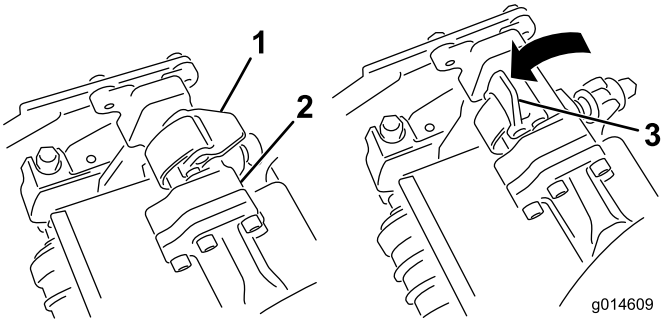
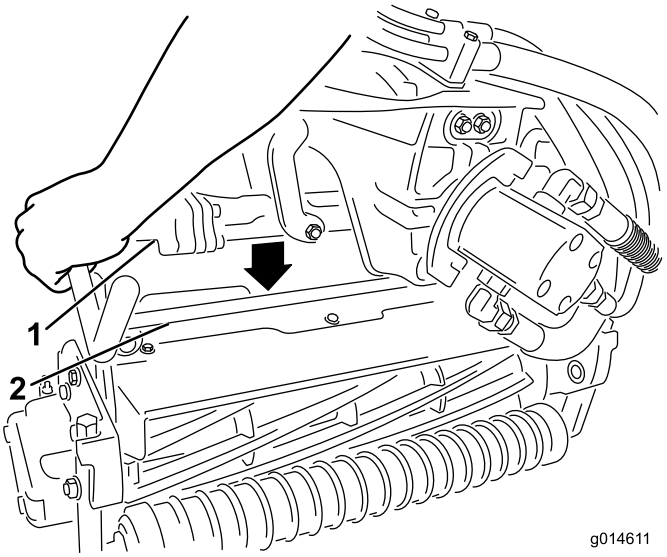

**Figuur 30**
**Figuur 31**
3. Zorg ervoor dat de vergrendelingen op de ophangarm omhoog wijzen (dus open staan) (Figuur 30), druk de ophangarm omlaag zodat de stang ervan over de stang aan de bovenkant van het maaidek valt (Figuur 31).
4. Sluit de vergrendelingen rond de stang van het maaidek en vergrendel ze (Figuur 30).
4. Open de vergrendelingen op de stang van de ophangarm van het maaidek dat u wilt verwijderen (Figuur 30).